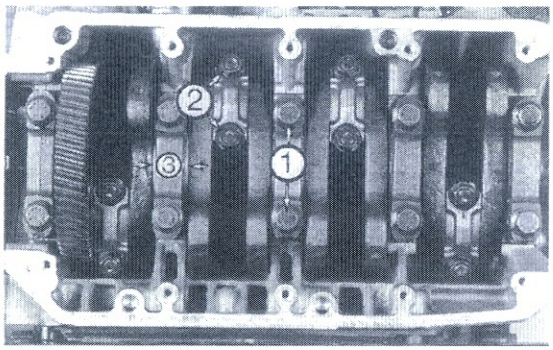

Bild 130
- Muttern ② Bild 130 der Lagerdeckelbefestigung abwechselnd schrittweise lösen und Pleuellagerdeckel abnehmen.
● Befestigungsschrauben ① Bild 130 bis auf eine schrittweise abwechselnd lösen und dann ganz ausdrehen. Untere Befestigungsschraube des Lagerdeckels ① Bild 130 herausdrehen, nachdem alle übrigen Lagerdeckel ausgebaut sind. Beim Abnehmen des letzten Lagerdeckels Kurbelwelle in Gehäuse drücken.
● Lagerdeckel 1 bis 3 sind gekennzeichnet. Lager 4 (③ Bild 130) und 5 sind ohne Kennzeichnung. (Zylinder 1 → Steuerseite).
bau gemachten Markierungen anbringen. Lagerdeckel 1 bis 3 sind markiert, Lagerdeckel 4 (③ Bild 130) und Lagerdeckel 5 sind ohne Markierung.